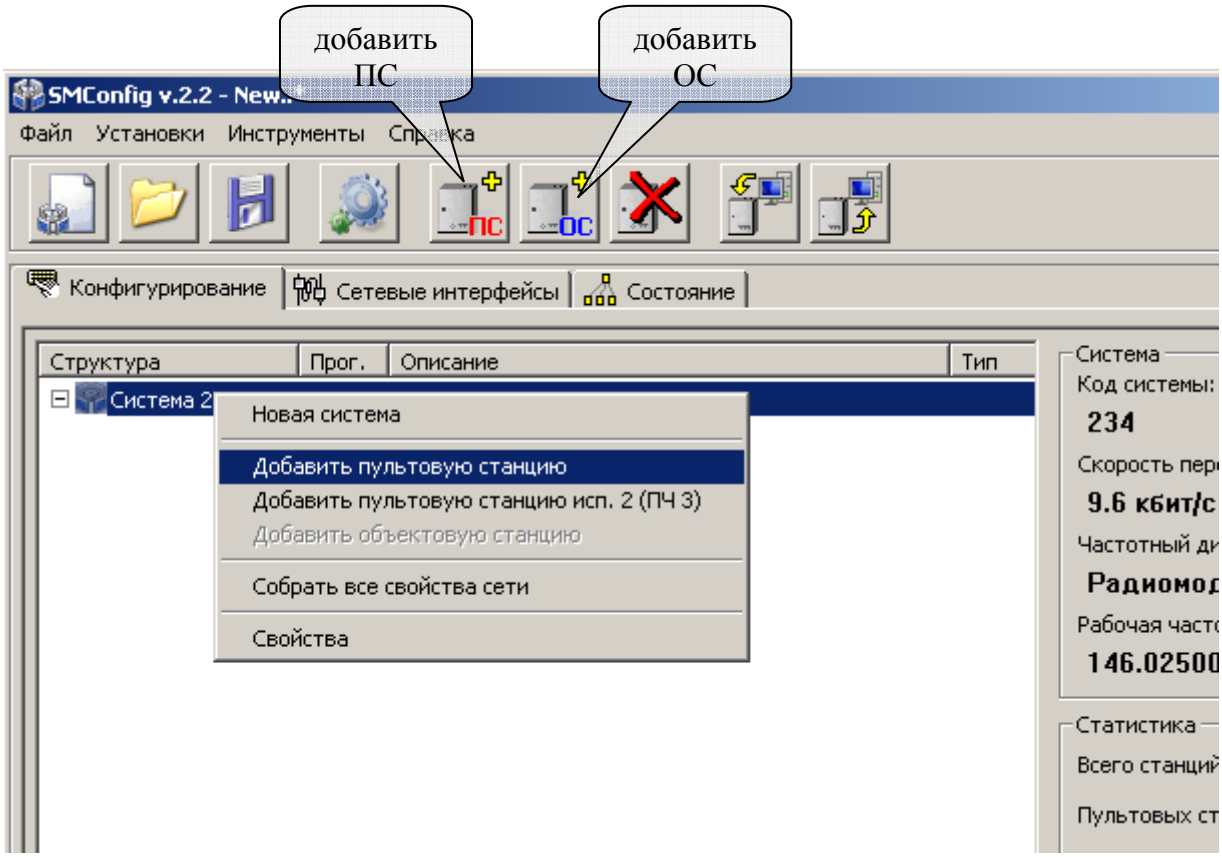

Рис. 32
3. Добавить в систему пультовую станцию и необходимое количество объектовых станций (Рис. 32).